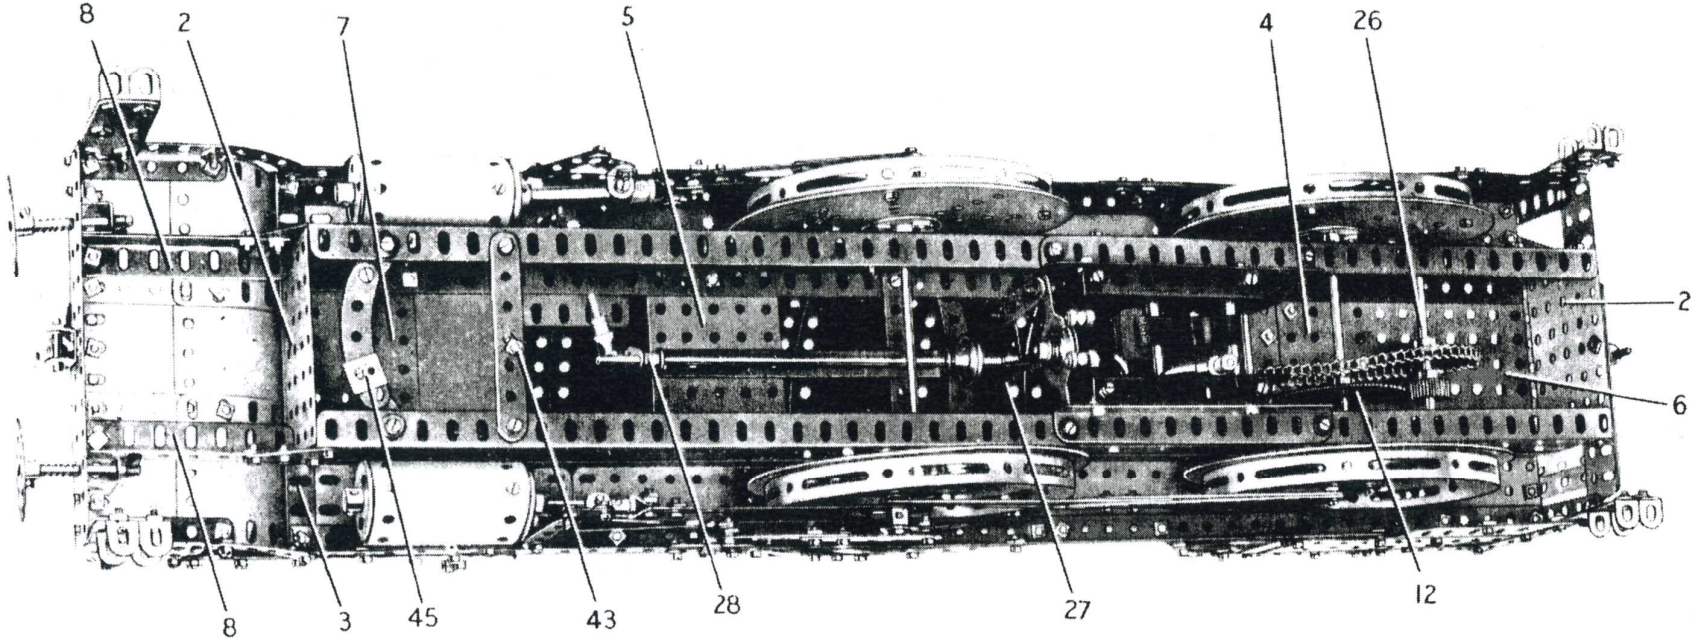
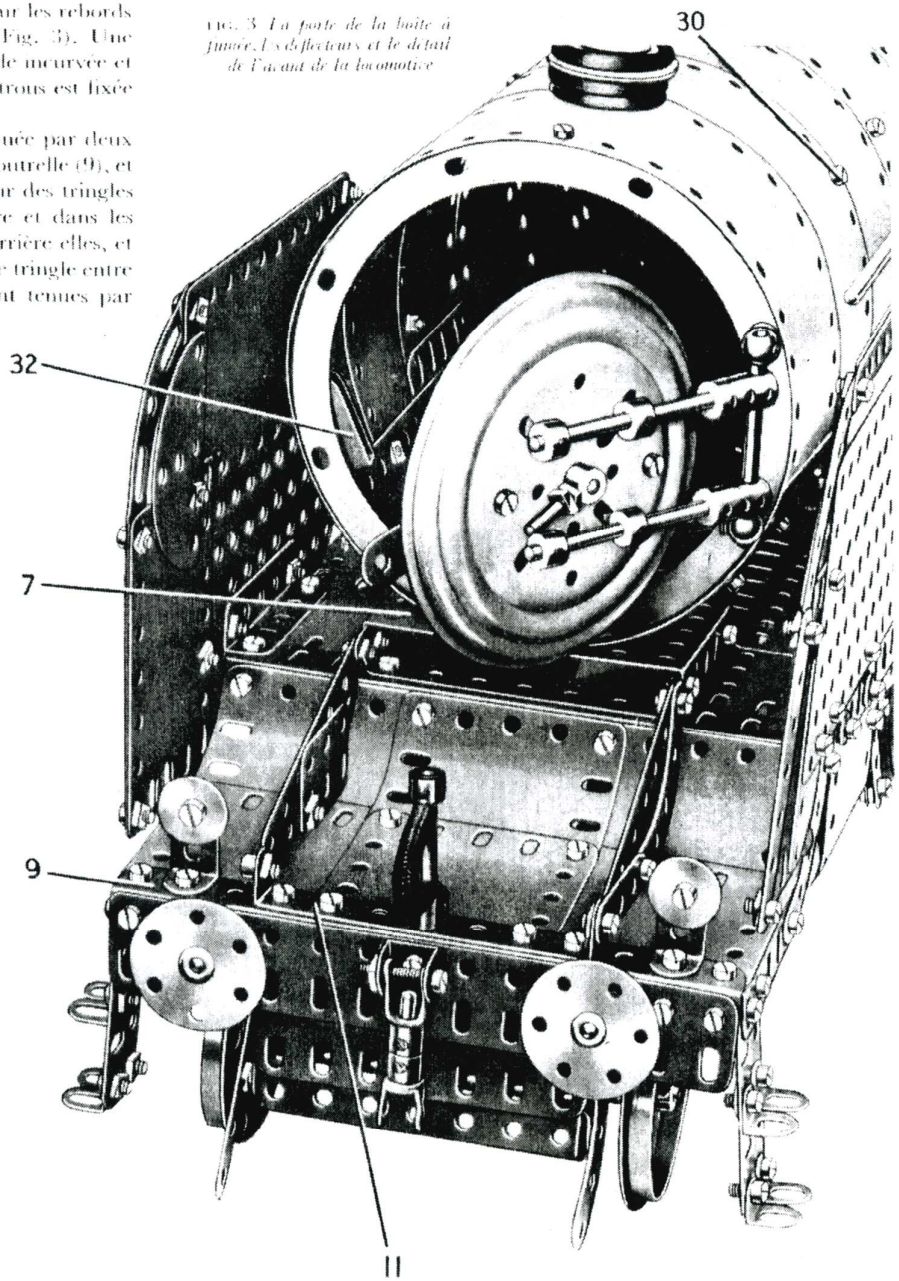
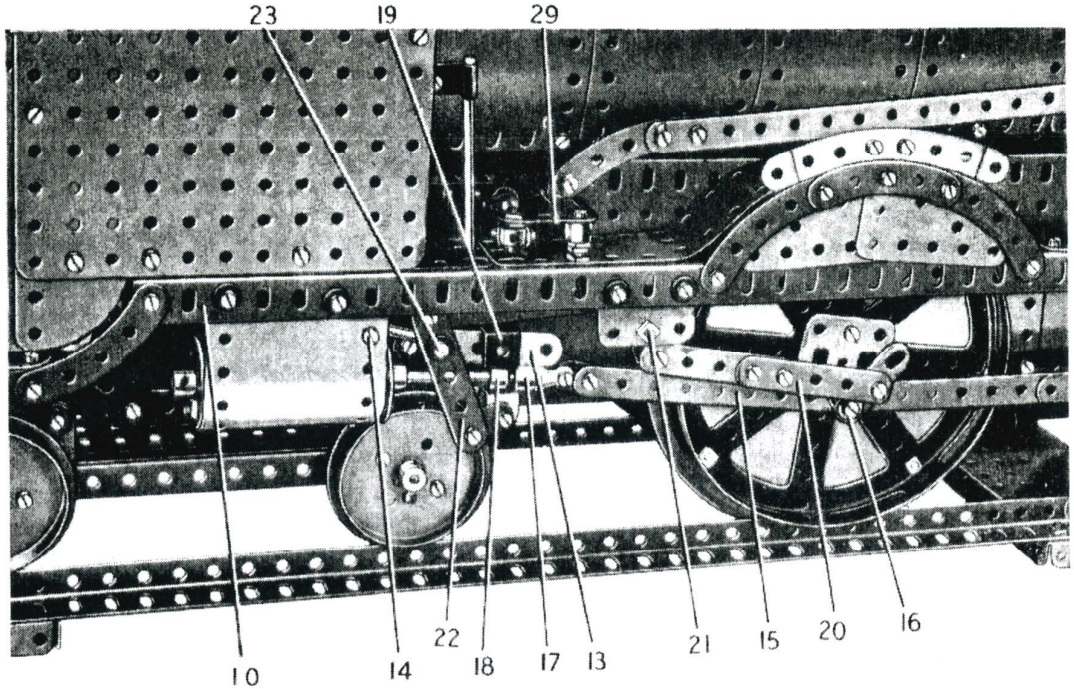
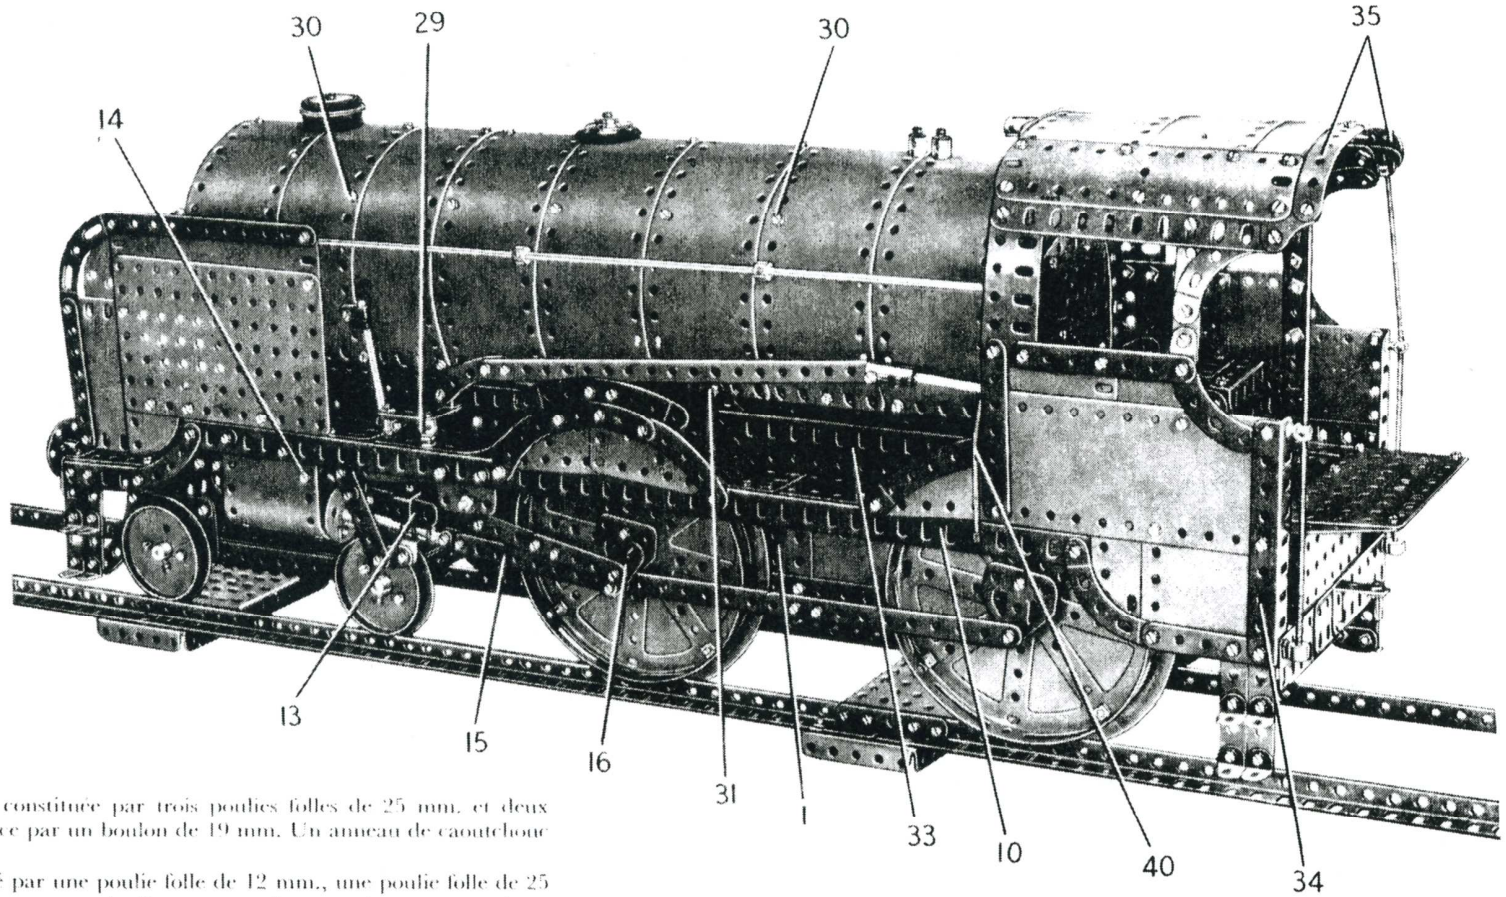

FIG. 2 — *Vue de dessous de la locomotive montrant en détail le chassis et la transmission*
FIG. 3 *La porte de la boîte à fumée, les déflecteurs et le détail de l'avant de la locomotive*
FIG. 4 — *Vue de détail du cylindre et du tiroir*
FIG. 6 *Détails des bielles et des bielles d'accouplement et montage des manivelles des roues motrices*
Construction du modèle: le chassis et les passerelles latérales (Fig. 2, 3 et 4)
Les longerons sont réunis l'un à l'autre à chaque extrémité par des plaques à rebords de 9 × 6 cm. (2) (Fig. 2) et celles de devant porte une poutrelle (3) faite d'une cornière de 11 trous et d'une de 4 trous qui se recouvrent sur 2 trous. Deux autres plaques à rebords de 9 × 6 cm. (4) et (5) sont fixées au travers du chassis (Fig. 2), et une plaque sans rebords de 14 × 6 cm. (6) est boulonnée au travers de l'extrémité arrière. Une plaque sans rebords de 14 × 9 cm. fixée sur la plaque à rebords (4) et sur la plaque sans rebords (6) forme le plancher de la cabine. Une plaque à rebords de 9 × 6 cm. (7) (Fig. 3) est fixée à l'extrémité avant du chassis par des équerres et par une bande coudée de 90 × 12 mm.
A l'avant, le chassis est prolongé vers l'avant par deux cornières de 7 trous (8) (Fig. 2) qui sont fixées sur des grands goussets d'assemblage. Les extrémités avant des cornières (8) sont réunies par une poutrelle (9) (Fig. 3) faite d'une cornière de 11 trous et d'une de 4 trous qui se recouvrent sur 2 trous.
Chaque passage latéral se construit en boulonnant une cornière de 49 trous (10) (Fig. 4) sur la poutrelle (3) et sur des poutrelles plates de 5 trous fixées sur la plaque sans rebords (6). Deux plaques flexibles de 6 × 4 cm. et trois de 14 × 4 cm. sont fixées comme le montre la figure sur la cornière (10), et elles sont cintrées de façon à épouser la forme des roues. Les côtés des passages des roues sont formés chacun par deux plaques flexibles triangulaires de 6 × 4 cm. et trois bandes incurvées de 6 cm. La plaque qui porte le nom de la locomotive est figurée par une bande incurvée épaulée de 10 cm. boulonnée sur une plaque triangulaire de 25 mm. Le côté de chacun des passages de roues arrière est constitué par une plaque flexible triangulaire de 9 × 5 cm. et par une bande incurvée épaulée de 10 cm., mais ces pièces ne doivent pas être montées avant l'assemblage de la cabine.
La partie cintrée qui se trouve à l'avant du chassis (Fig. 3) est recouverte par trois plaques cintrées de 43 mm. de rayon, et trois plaques flexibles de 6 × 6 cm. boulonnées entre les poutrelles (3) (Fig. 2) et (9) (Fig. 3). Les plaques flexibles de 6 × 6 cm. extérieures sont brodées par des cornières de 5 trous, et ces dernières sont réunies aux cornières (10) (Fig. 4) par des bandes incurvées de 6 cm. Les marchepieds sont des équerres fixées sur des poutrelles plates de 5 trous tenues par les cornières de 5 trous.
(7), et les bandes de 4 trous sont boulonnées sur les rebords d'une bande coudée de 90 × 12 mm. (11) (Fig. 3). Une bande de 7 trous est placée entre chaque bande incurvée et la bande coudée, et une poutrelle plate de 3 trous est fixée sur l'ensemble comme le montre la figure 3.
Le tuyau d'air comprimé pour les freins, les lanternes et un attelage sont fixés comme le montre la figure 3.
Les roues motrices et leur entraînement (Fig. 2, 4 et 6)
Chacune des roues motrices est constituée par un flasque circulaire à rebords de 13 cm. boulonné sur une plaque circulaire de 15 cm. de diamètre, au centre de laquelle est boulonnée une roue barillet. Les roues sont fixées par paires sur des tringles de 13 cm. qui passent dans le chassis (Fig. 2), et à chaque extrémité de chaque tringle un bras de manivelle double est fixé par sa vis d'arrêt. Une embase triangulée plate est fixée sur chaque bras de manivelle double par un boulon de 12 mm. qui passe également dans un trou de la roue (Fig. 4). Les embases triangulées plates forment les manivelles. Une roue de 95 dents (12) (Fig. 2) est fixée sur la tringle de 13 cm. arrière.
une tige filetée de 75 mm., et une équerre de 26 × 12 mm. est boulonnée sur la roue à boudin arrière. Une bande de 5 trous (13) (Fig. 6) fixée sur cette équerre forme coulisse pour la tige de piston. Un support de cheminée est fixé sur la plaque flexible par un boulon (14).
La bande (15) est prolongée par un support plat fixé à l'aide de contre écrous sur une petite chape d'articulation de 2 mm. (17) (Fig. 4) montée sur une tringle de 9 cm. Cette tringle coulisse dans la roue à boudin qui forme la partie arrière du cylindre, et une bague d'arrêt (18) est fixée sur cette tringle. Un boulon de 19 mm. est ensuite passé dans les rebords d'un support double (19) et est vissé dans un trou de la bague d'arrêt, de façon que le support double puisse coulisser sur la coulisse (13).
Montage du moteur et du train réducteur (Fig. 2, 4, 5 et 6)
Le moteur électrique E20R utilisé pour entraîner le modèle est fixé par des équerres sur deux cornières de 11 trous boulonnées sous le chassis (Fig. 5). Un pignon de 19 dents monté sur l'arbre du moteur entraîne une roue de 57 dents fixée sur une tringle de 6 cm. (24) qui passe dans les flasques du moteur. Un pignon de 19 dents monté sur la tringle (24) engrène avec une autre roue de 57 dents fixée sur une tringle de 5 cm. (25). Cette tringle passe également dans les flasques, au dessus de la tringle (24) et elle porte une roue de chaîne de 14 dents réunie par une chaîne Galle à une roue de chaîne de 36 dents montée sur une tringle de 10 cm. (26). Un pignon de 25 dents monté sur la tringle (26) entraîne la roue de 95 dents (12) (Fig. 2) montée sur l'essieu moteur arrière.
Une bande de 4 trous est fixée à l'aide de contre écrous sur un des bras du levier de commande du moteur et sur un levier d'angle (27) (Fig. 2). Le levier d'angle est fixé sur une tringle de 20 cm. qui passe dans une bande coudée de 140 × 12 mm. boulonnée sur la plaque à rebords (5) et sur une bande de 7 trous placée au travers du chassis. La tringle porte un bras de manivelle (28) et un accouplement à cardan pivote sur un boulon de 12 mm. fixé dans ce bras de manivelle par deux écrous. L'accouplement à cardan est monté sur une tringle de 5 cm. qui porte à son autre extrémité un second accouplement à cardan qui est fixé sur un levier d'angle (29) (Fig. 6) de façon à pouvoir pivoter grâce à un boulon de 12 mm. fixé par deux écrous.
Le levier d'angle est monté librement sur un boulon de 19 mm., et est maintenu contre la tête du boulon par deux écrous vissés l'un contre l'autre (Fig. 4). Le boulon est ensuite fixé dans le passage latéral par deux écrous.
A son extrémité avant la chaudière est boulonnée sur la plaque à rebords (7) (Fig. 3), et à l'arrière elle est tenue par un cavalier fixé sur la plaque à rebords (4) (Fig. 2). La cheminée est constituée par trois poulies folles de 25 mm. et deux disques de 35 mm. tenus en place par un boulon de 19 mm. Un anneau de caoutchouc est monté sur chaque poulie.
La porte de la boîte à fumée se construit en boulonnant un plateau à rebord de roulement à billes sur une plaque circulaire de 10 cm. de diamètre. Quatre bagues d'arrêt sont vissées sur des boulons qui passent au travers du plateau à rebord et soutiennent deux tringles de 6 cm. dont chacune porte un accouplement. Cet accouplement pivote sur une tringle de 5 cm. fixée dans des supports de rampes boulonnés sur la longrine circulaire avant (Fig. 3). La porte est verrouillée grâce à une bande de 6 trous boulonnée sur un bras de manivelle. Le bras de manivelle est fixé sur une tringle de 2,5 cm. qui passe dans
Détails de la cabine (Fig. 6 et 7)
Chacun des côtés de la cabine est constitué par une plaque flexible de 14 × 6 cm., trois de 6 × 6 cm. et une de 6 × 4 cm., bordées par des bandes et par des bandes incurvées ainsi que par une cornière de 9 trous (34) (Fig. 6). Le côté est boulonné sur une cornière de 11 trous fixée a l'extrémité arrière de l'une des cornières (10).
Un tuyau de vapeur (40) (Fig. 6) est figuré par une corde élastique qui est tenue à chaque extrémité dans la partie arrondie d'une clavette qui passe au travers d'un trou allongé de l'une des cornières (10). La corde élastique passe au travers d'un accouplement taraudé fixé sur un boulon sur la plaque sans rebords (36) (Fig. 1) à l'avant de la cabine.
Un accouplement pour bandes monté sur la tringle est réuni par un boulon de 9,5 mm. à une bande de 19 trous et est prolongé par une bande incurvée de 6 cm. (Fig. 6). La bande incurvée est fixée à l'aide de contre écrous sur une équerre qui à son tour est fixée à l'aide de contre écrous sur le levier d'angle (29).